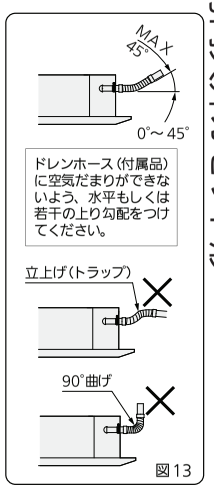

図13
- 付属のドレンホースは90°曲げで使用しないでください。（最大45°）（図13）